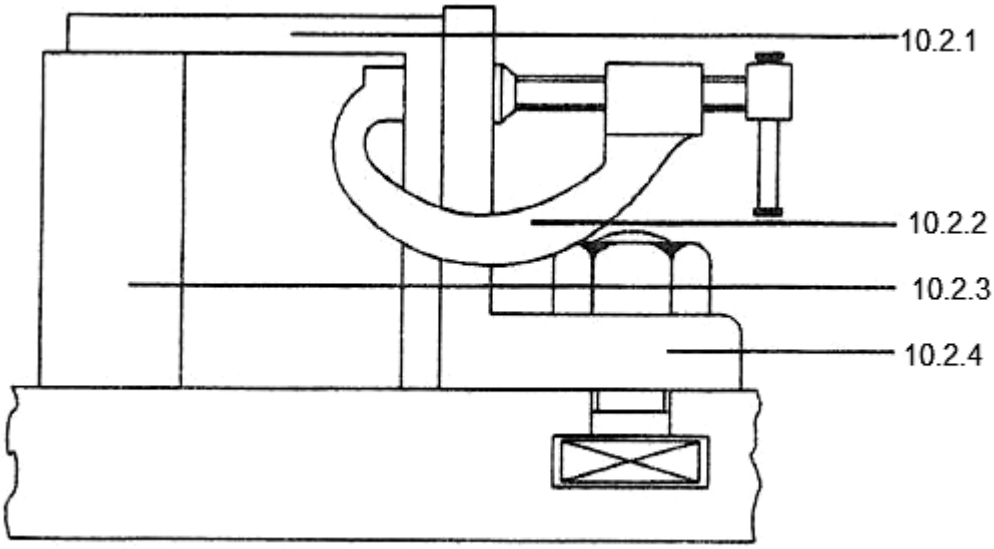

**FIGURE 3**
10.2 FIGURE 3 shows an angle-plate clamping.